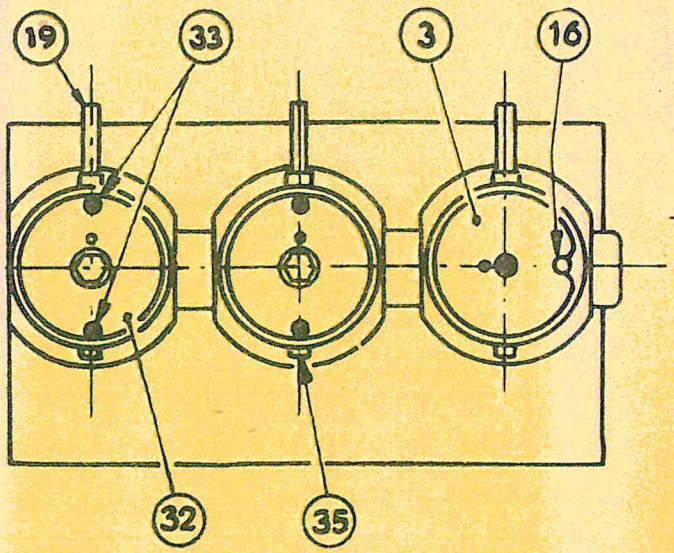
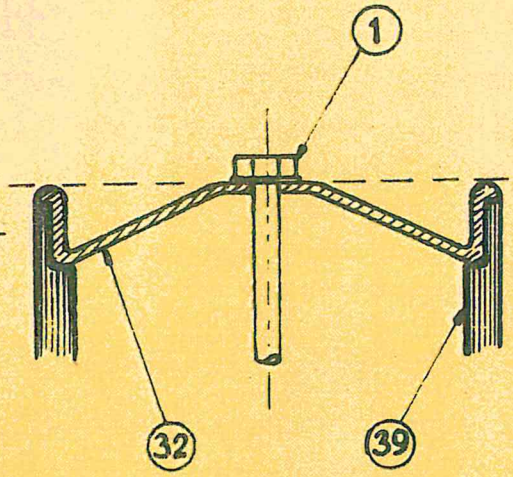

Fig. 15
Fig. 16
Insulating cylinder (39) and box of mechanism (13) is carefully packed by ring (43), screws of sleeve of insulating cylinder (12) are tightened by the moment of 4 kpm. Cover of expansion chamber (3) with inserted packing ring (15) is turned in such a way that air vents are in longitudinal line of incoming terminal and oil level gauge – see Fig. 15. Fixing screw (1) of pole cover is tightened so that the bearing surface under the screw is in one plane with the cover edge – see Fig. 16.